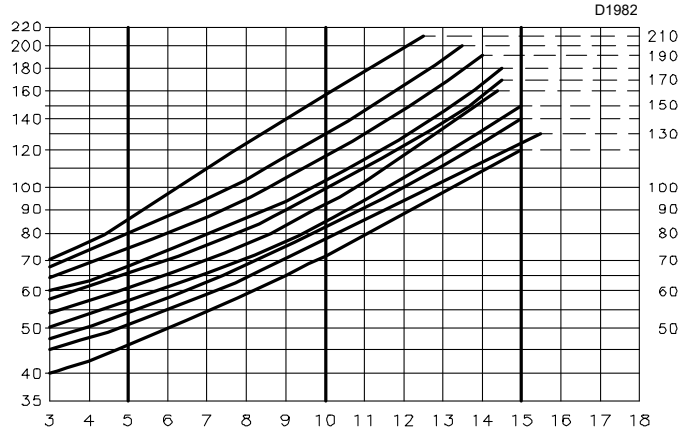
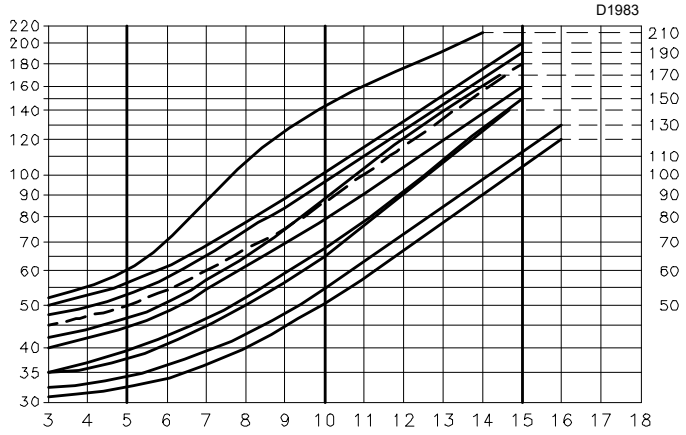

**Abb. 17**
**Abb. 18**
– Bergonzo Typ A3 - Winkel 45° (Abb. 17)
– Bergonzo Typ A4 - Winkel 45° (Abb. 18)
Sollten Sie einen Durchsatz wünschen, der zwischen den beiden im Diagramm (Abb. 17 und Abb. 18) angegebenen Werten liegt, wählen Sie die Düse mit dem größeren Durchsatz.